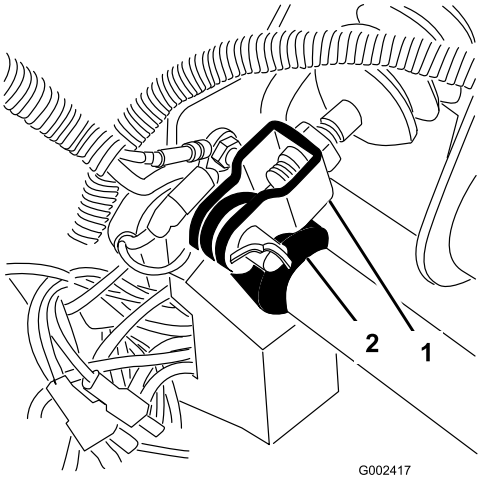

Figur 64
1. Ta bort saxpinnen och sprintbulten som fäster huvudcylinderoket till bromspedalstappen (Figur 64).
3. Lossa låsmuttrarna som håller oket till huvudcylinderaxeln (Figur 64).